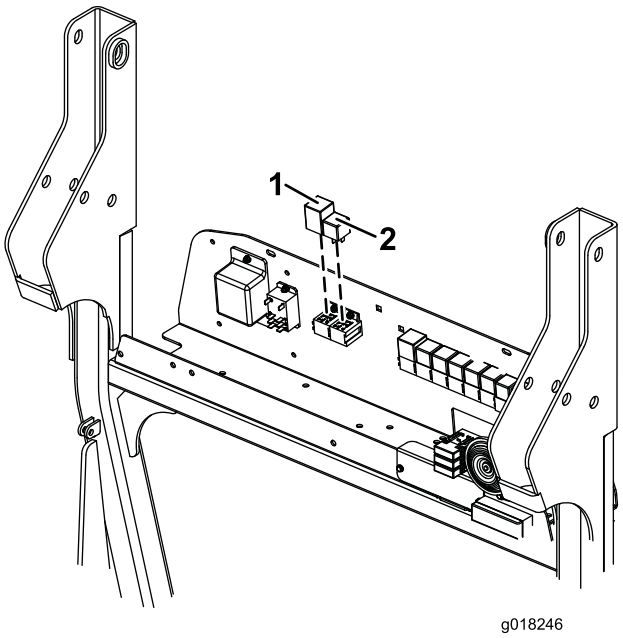

Figur 10
5. Koble blinklysreleet til venstre ledig relékontakt og standard kortere relé til høyre ledig relékontakt (Figur 10).